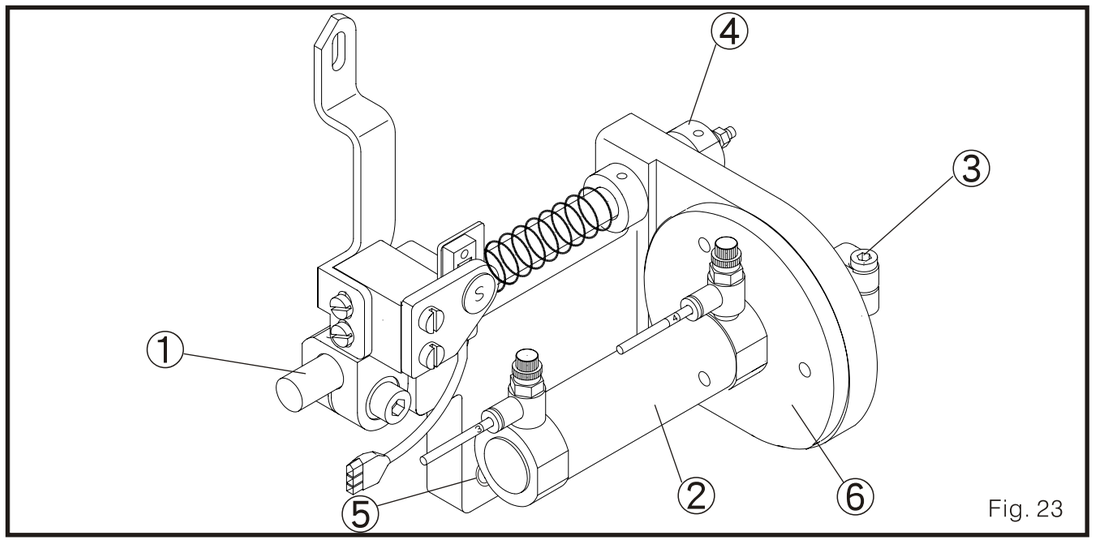

Fig. 23
(1) Confirme que el rebordeador es guiado por la barra conector 1 y el cilindro de aire 2. y también el suave movimiento de izquierda/derecha de estos dos (Fig. 23)
(2) El golpe fijo del eje principal del cilindro de aire debe estar ajustado a 41 mm, como también los movimientos de golpe del rebordeador inferior a 60mm. Para el ajuste. Por favor afloje el tornillo 3 y ajuste el bloque tope 4 de izquierdo y derecho para que se acomode a los golpes.
(3) Después de ajustar los golpes, afloje un poco la tuerca 5 y mueva el soporte del cilindro de aire 6 de izquierda a derecha. Esto pueda cambiar la posición izquierda/derecha de la punta del rebordeador inferior t el centro de la barra aguja.